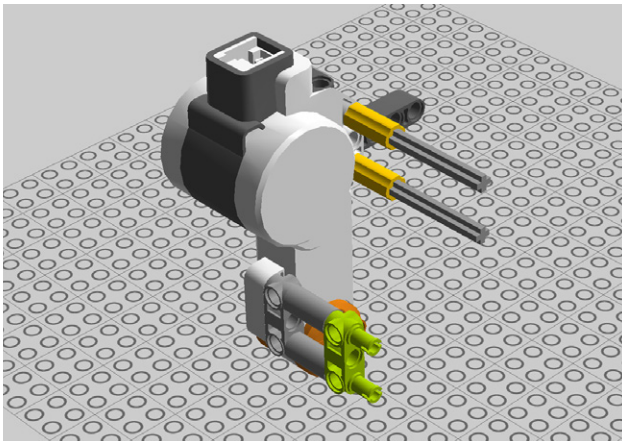

Figure 1-18. *Step 14: Attaching another beam*
14. Then, another 3M beam with pegs! Figure 1-18 shows how it goes in.